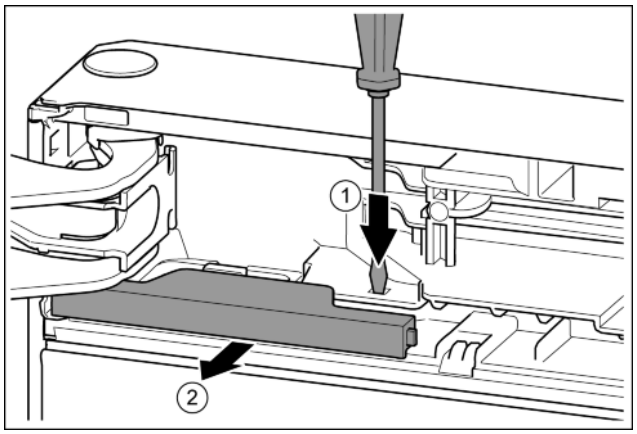

Fig. 11
▶ Нажать накладку шлицевой отверткой. *Fig. 11 (1)*
▶ Вынуть крышку из зацепления. *Fig. 11 (2)*